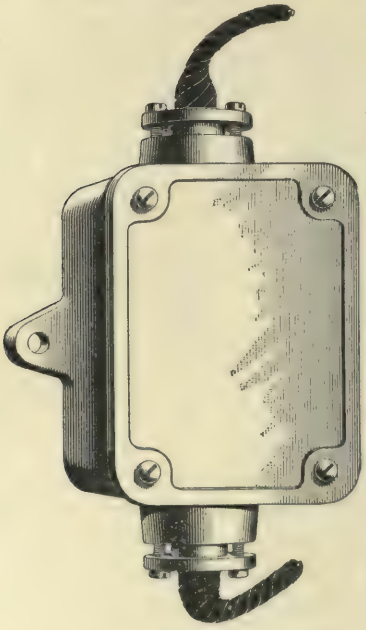
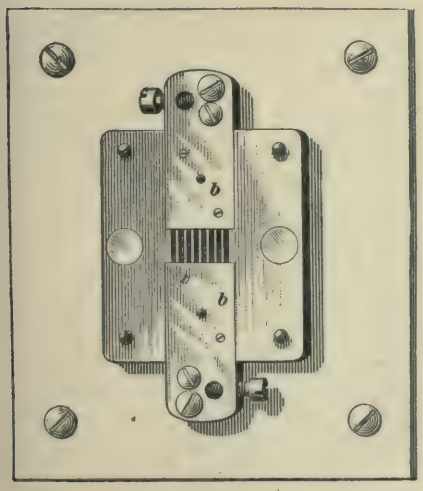

FIG. 8.
FIG. 10.
**8. Description.** — Figs. 8, 9, and 10 give a form of arrester made by the Westinghouse Company and known as the *Wurts non-arcing arrester*. This arrester has no movable parts, and is not adjustable nor has it any external means provided for putting out the arc caused by the trolley current following the discharge across the gap; in fact, there is no true gap in the ordinary sense of the word. The arrester consists of two blocks of metal, *b*, *b*, Fig. 10, screwed to a wooden block and separated from each other somewhat less than half an inch. The part of the wooden block that lies between the metal blocks is charred in grooves on the surface, so that the metal blocks or discharge points, instead of being separated by an air gap, are really connected by a very high-resistance (50,000 ohms) carbon conductor. The metal blocks are made of a special non-arcing metal, and the blocks must be a certain distance apart in order that the non-arcing property
**9. Connections for the Wurts Arrester.**—Fig. 8 shows the arrester complete with the iron lid screwed in place; there are two flexible wire leads brought out of opposite ends of the arrester; one attaches to the trolley wire leading from the fuse box, the other to the ground wire running the full length of the car. Each of them attaches to one of the metal blocks *b*, *b*, Fig. 10, and, from the nature of the arrester, it does not matter which of them is made trolley and which ground; for this reason it is not deemed necessary to mark them.